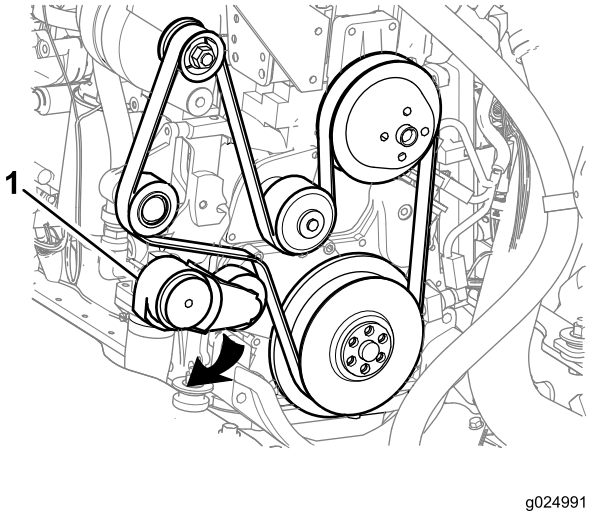

Bild 105
2. Lockern Sie die Riemenspannung, indem Sie die Riemenspannvorrichtung nach rechts drehen (Bild 105).
1. Verlegen Sie den Riemen über die Riemenscheiben, jedoch nicht über die Riemenspannvorrichtung (Bild 105).